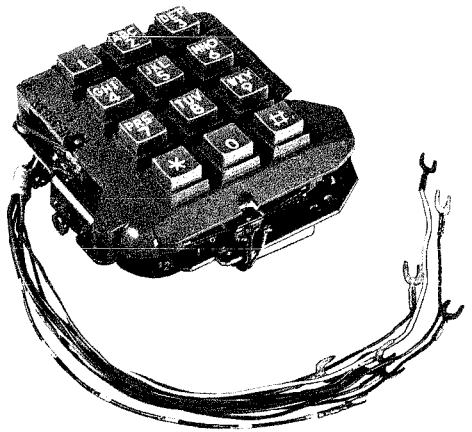

Fig. 1 — 35-Type Dial — Front View
1.03 The 35-type dials (Fig. 1 and 2) are TOUCH-TONE® dials having twelve pushbuttons. Ten are used in "number-letter" calling and two are used to give special service connections.